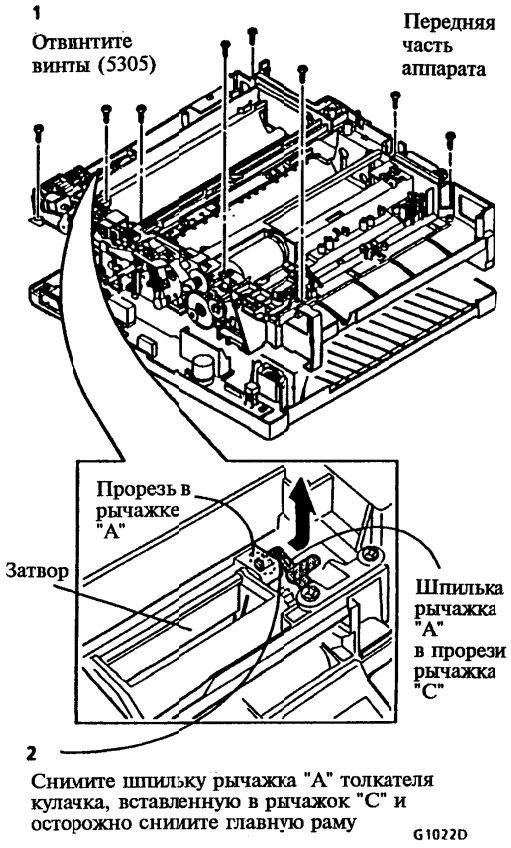

Рисунок 2. Снятие главной рамы (5305)
3. (Рисунок 2): Снимите главную раму.